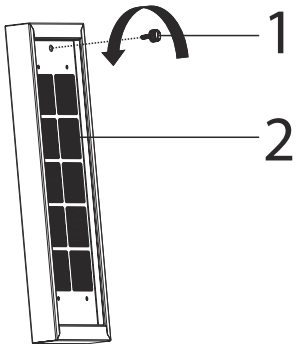

Fig. 6
2. Vrid på skruven som klämmer fast kolfiltret (Fig. 6/1) i pilens riktning.